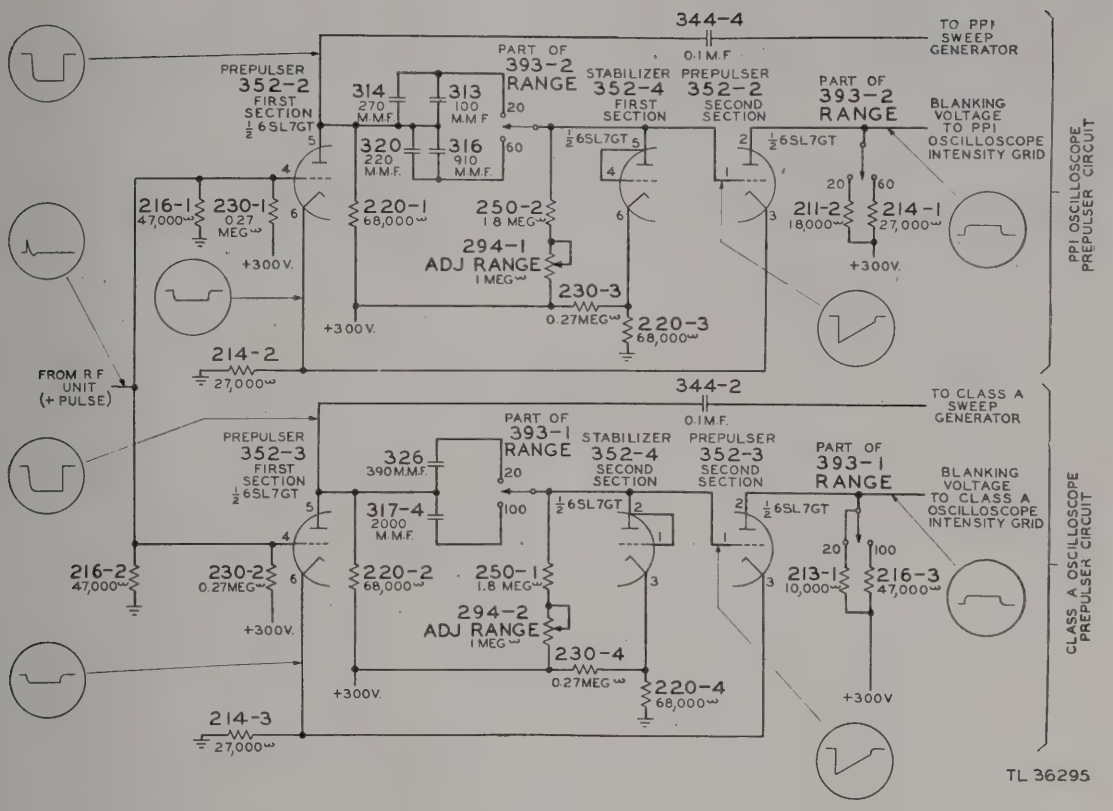

Figure 50. Class A and PPI prepulser circuits, simplified schematic diagram.
b. Prepulsers. Each sweep circuit comprises a prepulser, a sweep generator, and a sweep amplifier. A schematic diagram of the prepulser circuits is shown in figure 50. The prepulser (352-3) acts as an electronic switch to start the sweep on the Class A oscilloscope in synchronism with the trigger pulse from the pulse transformer in the r-f unit. The pulse of about 40 volts and 2 microseconds duration is received about every 2,500 microseconds. Grid 1 of the prepulser (352-3) is held at about 70 volts above ground by the sweep stabilizer (352-4) so that the second section of the prepulser is normally conducting, passing about 2.6 milliamperes and setting the potential of both cathodes at about +70 volts. The output of this section provides the blanking voltage to the intensity grid of the oscilloscope. Since grid 4 is maintained at about +45 volts, the first section is not conducting. When the trigger pulse is received on grid 4, current starts to flow in the first section and the resulting negative voltage applied to grid 1 through the blocking capacitor (326 or 317-4, depending upon the position of the RANGE switch) causes a rapid transfer of current from plate 2 to plate 5 in a fraction of a microsecond. Grid 1 is driven